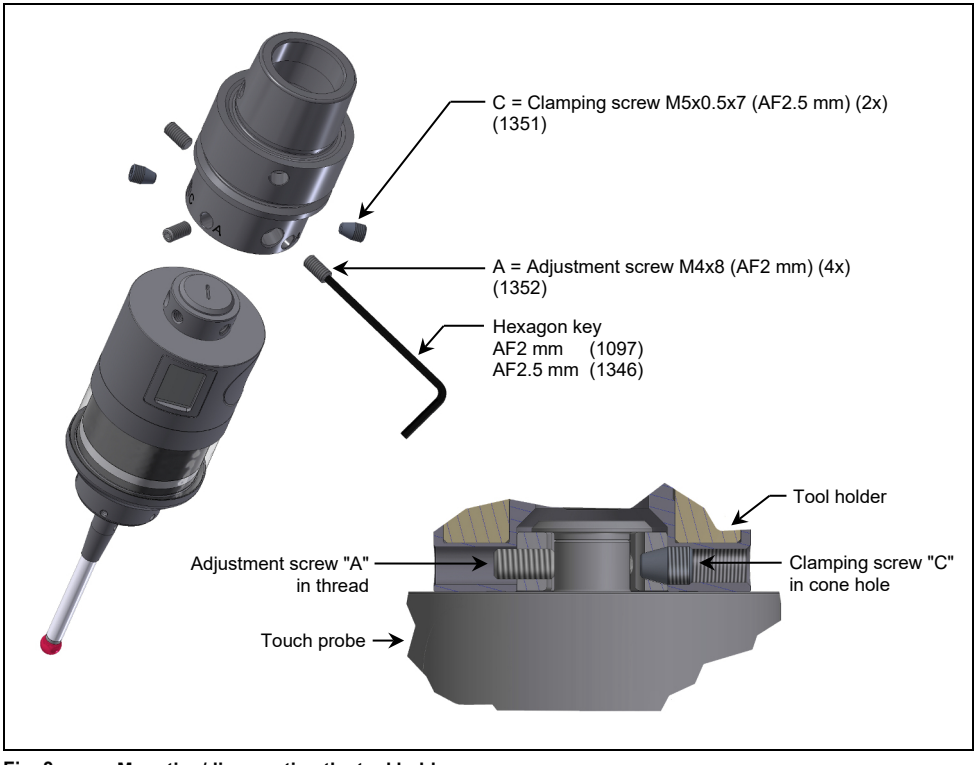

Fig. 8 Mounting/dismounting the tool holder
1.1 Remove all "A" and "C" screws (refer to Fig. 8).